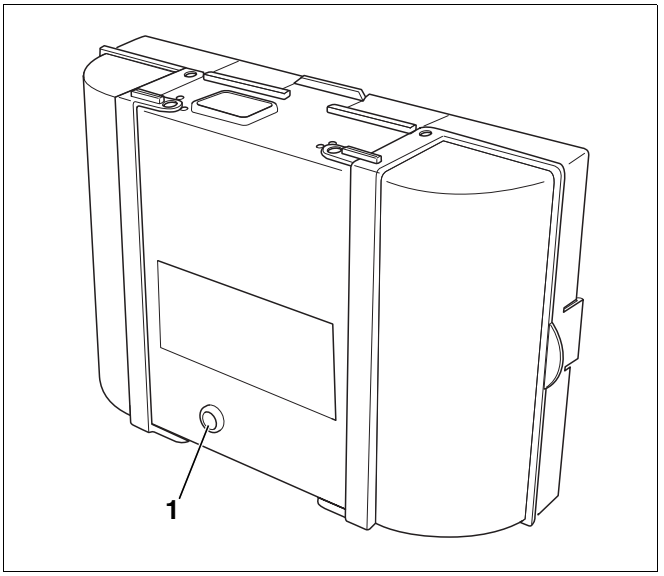

Bild 67 Störungen am Feuerungsautomaten zurücksetzen
- Entstörtaster (Bild 67, **Pos. 1**) drücken, um den Fehler zurückzusetzen.